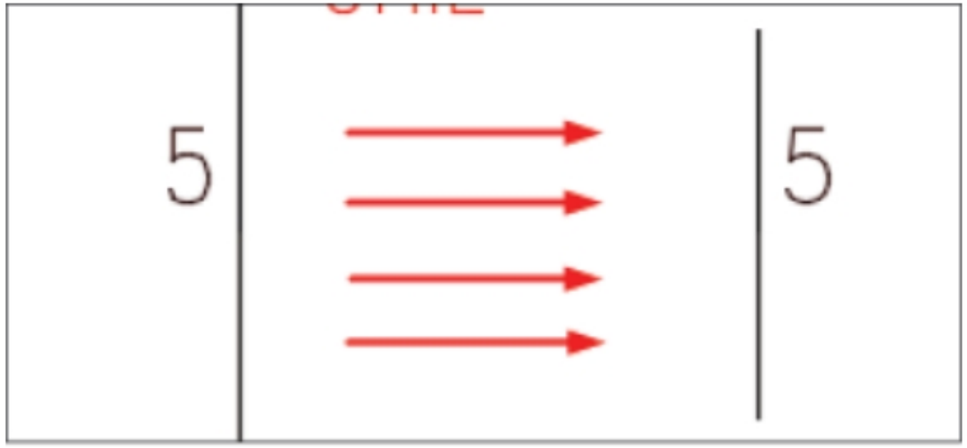

Figure-88. Wire number flipped
- Select the wire number and it will be flipped to the other side of wire; refer to Figure-88.